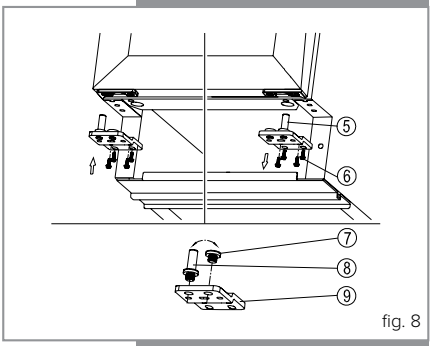

fig. 8
2. Remove the lower hinge (5) by removing the four screws 6) as shown in figure 8. Support the door as you do this to prevent damage.
5. Unscrew and transfer pins (7/8) from the lower hinge plate to the opposite side as shown in figure 8.